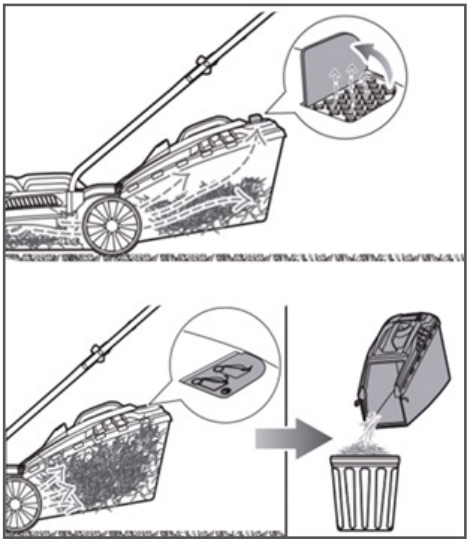

Рис. 9 Положение индикатора травосборника
7. На травосборнике газонокосилки установлен индикатор заполнения. Пока травосборник не заполнен, индикатор при работе газонокосилки будет находиться в вертикальном положении. При заполненном травосборнике индикатор будет находиться в горизонтальном положении (Рис. 9).